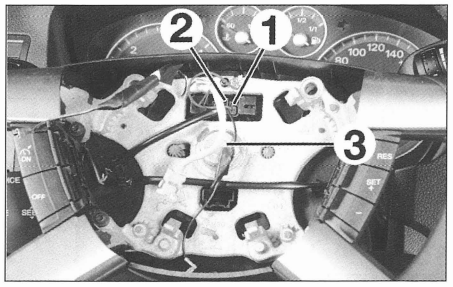

FIG. 3
• Sacar los conectores de masa (1) y del regulador de velocidad (2) (según equipo) **(fig. 3)**.
• Desmontar el tornillo de fijación del volante de dirección (3).